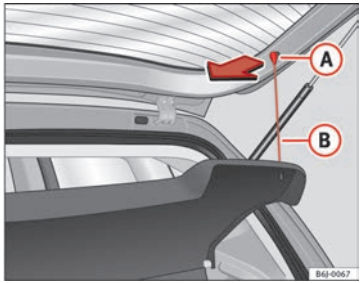

Fig. 88 Rear shelf
– Disengage the loops ⇒ fig. 88 (B) from the retaining pins (A)